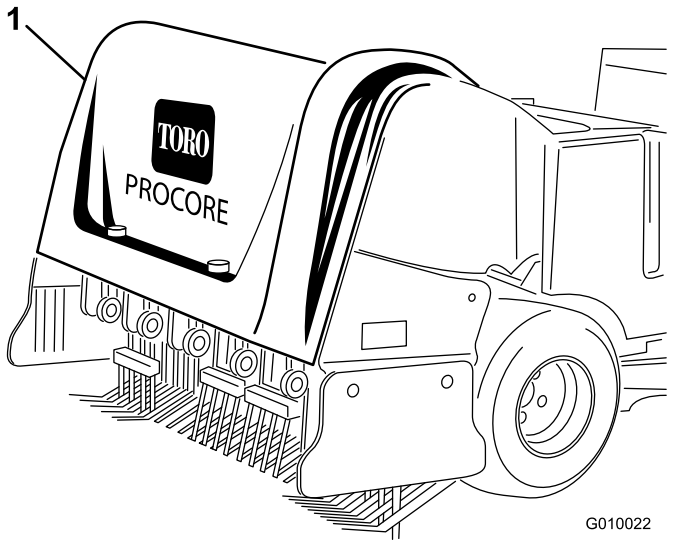
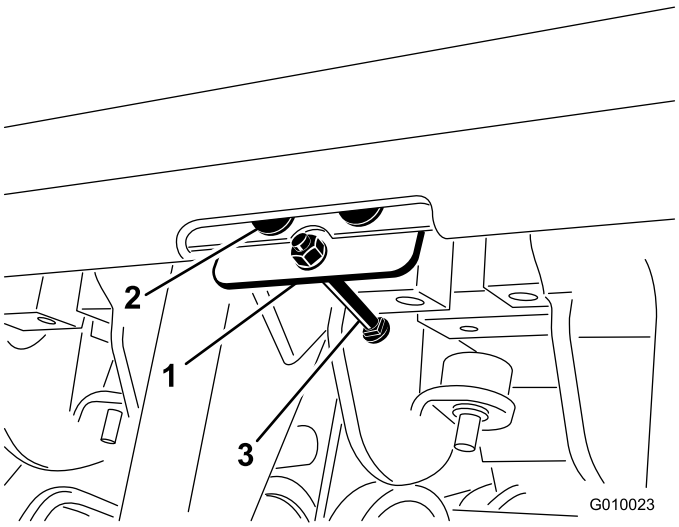

Figura 7
Figura 8
1. Fixe a placa do capot ao capot traseiro com 3 rebites emergentes (Figura 7 e Figura 8).
3. Passe o parafuso pela placa do capot (Figura 8).
4. Fixe o parafuso à placa do capot com uma porca de bloqueio (#10) (Figura 8).